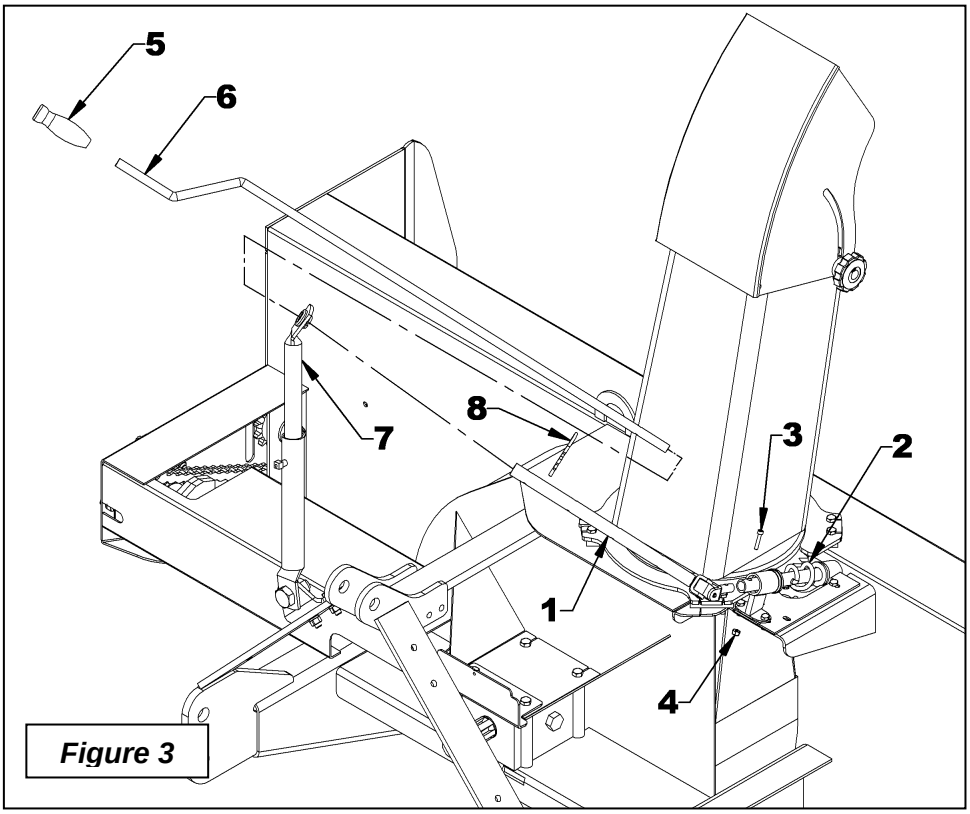

Figure 3
9. **FIGURE 3:** Install plastic handle (item 5) over the rotation handle (item 6).
10. **FIGURE 3:** Insert assembled rotation tube (item 1) inside the rotation worm assembly (items 2). Align holes and insert a 10-24NC x 1'' allen socket head capscrew (item 3) making sure the capscrew sinks into the worm. Secure with a nylon insert locknut (item 4). Adjust the height of the handle support according to your needs and shorten if necessary.
11. **FIGURE 3:** Insert the rotation handle (item 6) inside the grommet and inside the rotation tube (item 1). Select desired length, align nearest holes and secure with a 4mm x 80mm hairpin (item 8).
NOTE: To insure the manual rotation operates properly, the handle support (**fig.3**, item 7) must be positioned the closest possible to the top link mounting point of the three point hitch while making sure it does not come into contact with the operator's seat when the snowblower is fully raised.